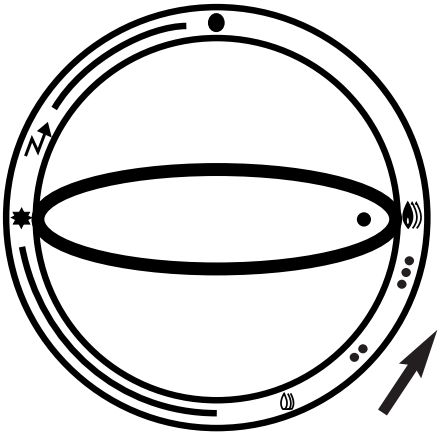

Fig. 14
- When the pilot lights, hold the knob at the "" mark for a few seconds to set the thermocouple safety device, then turn the knob further in the direction of the arrow until it is between "" and "" (fig. 14).